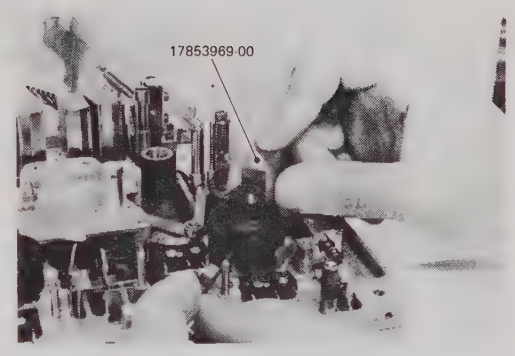

Fig. 5-17
- Adjust height of reel table by height gauge and fasten reel table. (Fig. 5-17)